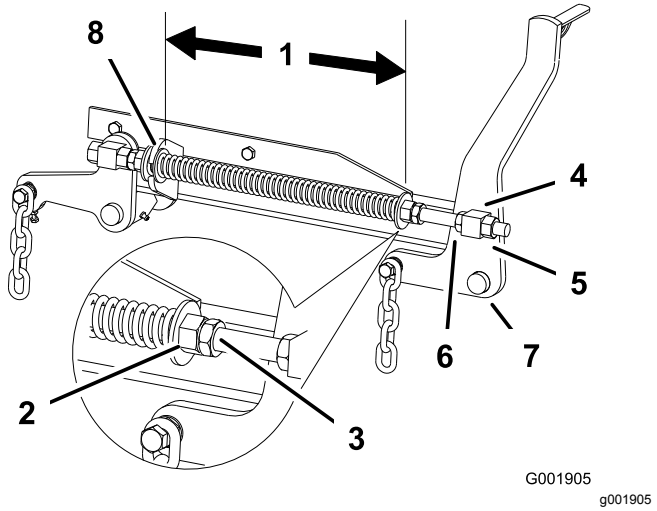

Figur 77
2. Kontroller afstanden mellem de to store spændeskiver. Den skal være 29,2 cm (Figur 77).
3. Juster denne afstand ved at løsne fjederkontramøtrikken og dreje møtrikken foran hver fjeder (Figur 77). Hvis du drejer møtrikken med uret afkortes fjederen; og mod uret forlænges fjederen.
4. Lås møtrikken på plads ved at spænde fjederkontramøtrikken (Figur 77).